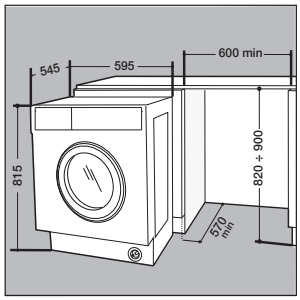

Rys. 6
- Wepchnąć urządzenie w otwór, ustawiając je równo z pozostałymi meblami (rys. 6).